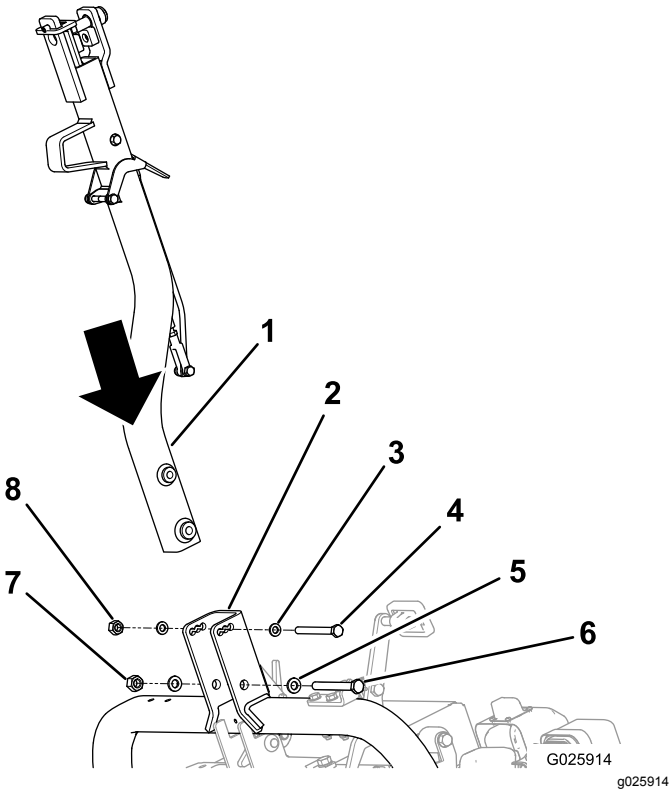

Figur 5
2. Fest koblingen til koblingsdreiebraketten med den egnede maskinvaren. Se Figur 5.